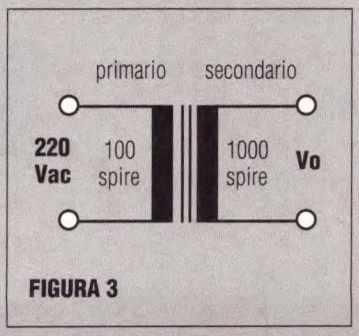

FIGURA 3
5. Il componente raffigurato in Figura 3 è:
6. Sempre con riferimento al disegno di Figura 3, calcolare il valore della tensione Vo.